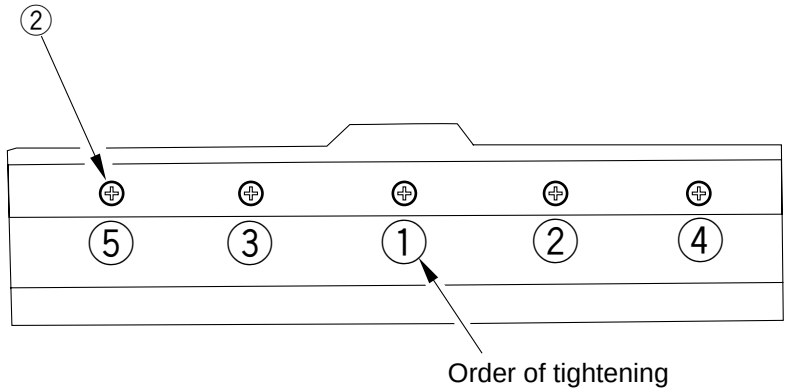

Figure 4-353
2) Lightly tighten the five mounting screws ② and stop turning them when resistance is felt, thereby fixing the cleaning blade in place temporarily.
3) Turn the screws fully (20° to 30°) in the order shown in Figure 4-353.